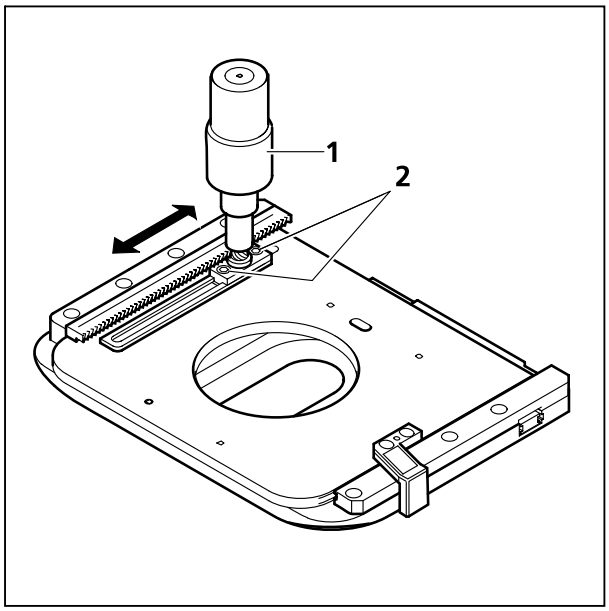

Bild 3-16 Position der Triebstange des Ergotriebs einstellen
- Beide Klemmschrauben (Bild 3-16/**2**) an der Triebstange (Bild 3-16/**1**) lösen.
- Triebstange Bild 3-16/**1**) in der Nut in die gewünschte Position schieben.
- Beide Klemmschrauben (Bild 3-16/**2**) festziehen.